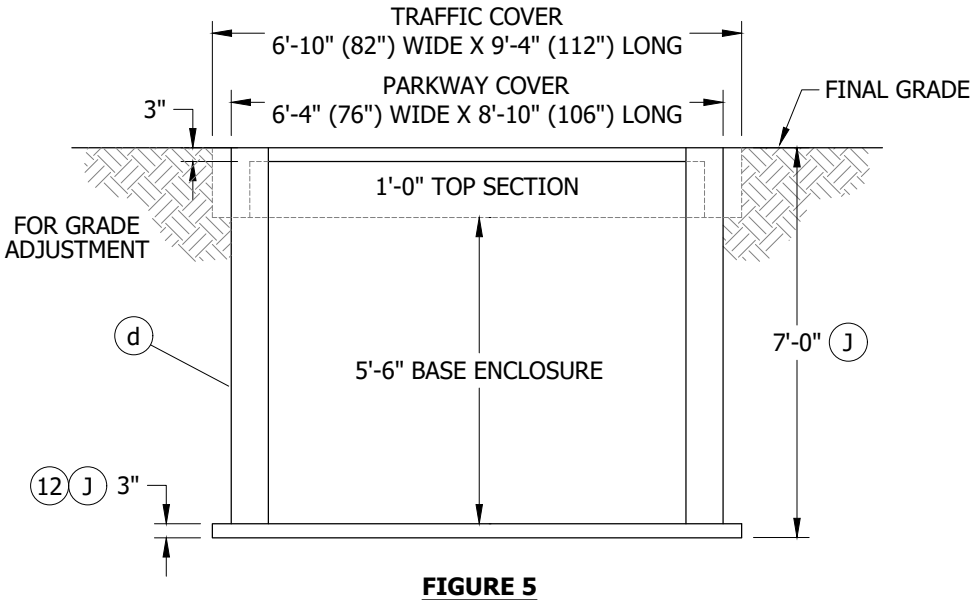

FIGURE 5
B. AFTER THE LOCATION IS ESTABLISHED MARK OUT DIMENSIONS FOR THE EXCAVATION WIDTH, LENGTH AND DEPTH PER FIGURE 5. THE WIDTH AND LENGTH DIMENSIONS GIVEN, ALLOW AN EXTRA 8 INCHES FOR SETTING THE SUBSTRUCTURE.